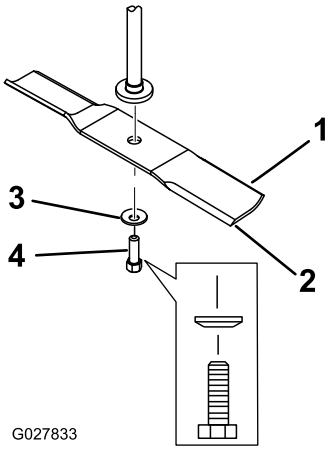

Figur 57
2. Fjern knivbolten, den buede skive og skærekniven fra spindelakslen (Figur 57).
1. Monter skærekniven på spindelakslen (Figur 57).
2. Monter den buede skive (med den buede side mod skærekniven) samt knivbolten (Figur 57).